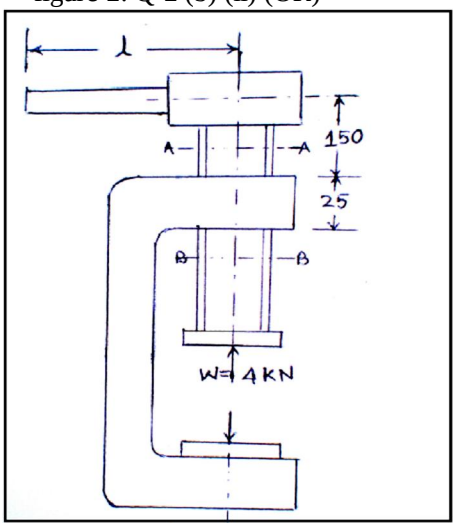

figure-4. Q-5 (a) (OR)
**Q.5** **(a)** The following data refers to a C-clamp shown in figure-4 **08**